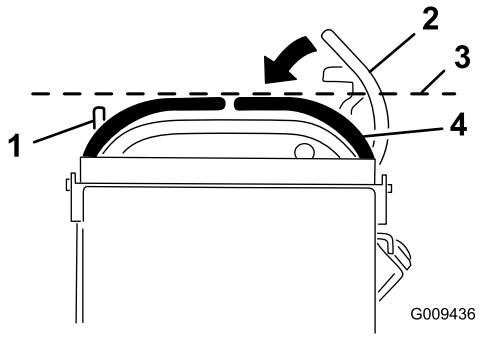

Figuur 69
3. Duw de rechterrijhendel uit de vergrendelde neutraalstand (Figuur 69).
4. Controleer of de hendel horizontaal is uitgelijnd met de linkerrijhendel (Figuur 69).